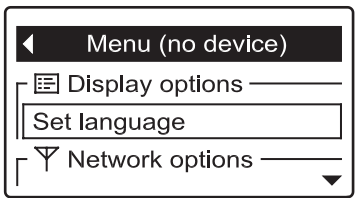

FIG. 97
1. Press the remote's SELECT (○) button to display a menu screen. The header will turn black (See Figure 97).
2. If necessary, press the DOWN (▾) button to scroll through the menu options until **Set language** is highlighted in a box (See Figure 97).
5. Press the SELECT (○) button. The display will go back to the menu shown in Figure 97, in the newly set language.